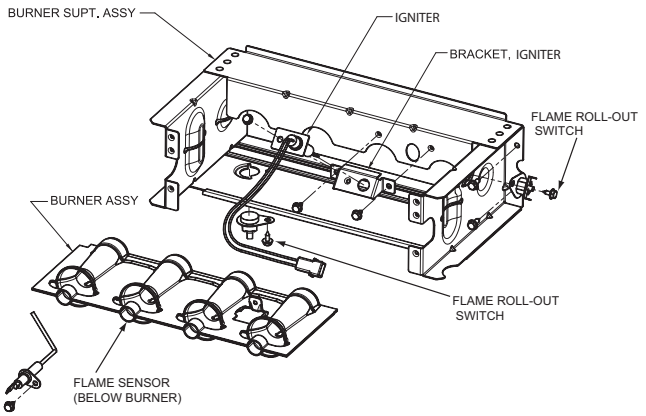

**Fig. 5 - Burner Assembly**
7. Disconnect the connector harness from gas valve Disconnect wires from Hot Surface Igniter (HSI) and Flame Sensor. (See Fig. 5)